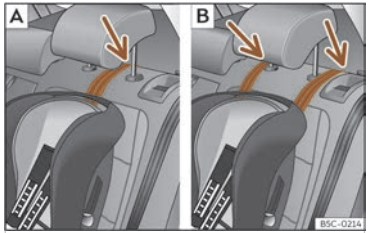

Fig. 42 Rear seats: adjustment and assembly according to the Top Tether belt.
- Position the belt under the headrest (according to the instructions of the seat itself, lift or remove the headrest if necessary) ››› **Fig. 42**.